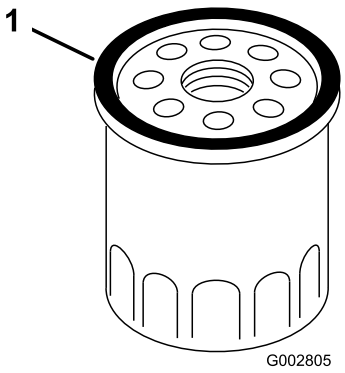

**Figura 25**
7. Con il dito, spalmate l'olio sulla guarnizione del nuovo filtro (Figura 25).